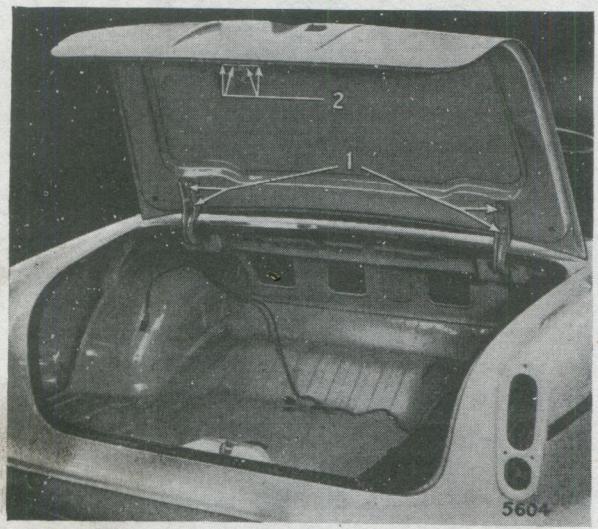

Fig. 27. *Boot lid attachment points*
BOOT LID—To remove (Fig. 27) (Saloon and Limousine)
Remove four screws with their washers (2), (Fig. 27) and ease the lock from its mounting, taking care not to damage the operating lever.